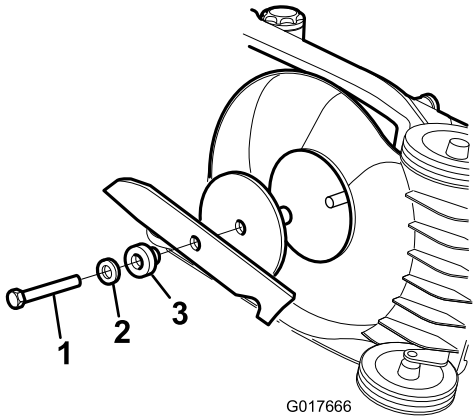

Figur 22
1. Fatta tag i knivens ände (Figur 22) med en trasa eller en tjockt vadderad handske.
Montera en vass, balanserad kniv och knivbulten. Knivens segeldel ska peka mot klipparhusets översida för att monteringen ska vara korrekt. Dra åt knivbulten till ett moment på 54 Nm (Figur 22).